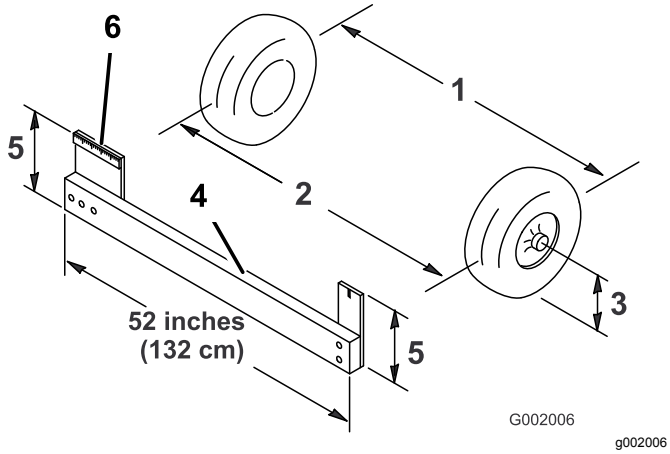

Figur 50
4. Mål avstanden mellom begge forhjulene ved akselhøyde, både foran og bak på forhjulene (Figur 50).
Merk: Du trenger et feste eller en justeringsmåler for å måle baksiden av forhjulene ved akselhøyde. Bruk det samme festet eller den samme justeringsmåleren til å måle fronten av forhjulene ved akselhøyde (Figur 50).